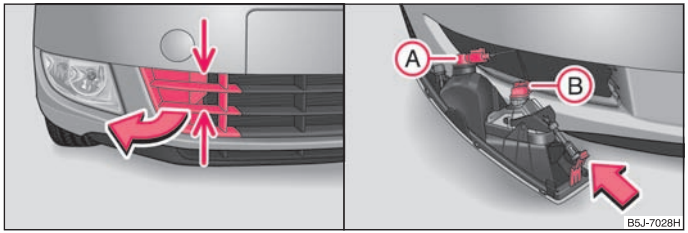

Fig. 166 Front bumper: Protective grille / removing the fog light
- Grasp the grille at the points marked with the arrows ⇒ fig. 166 on the left and take it out.
- Guide your hand into the opening in which the grille was located and press the spring bolt ⇒ fig. 166 on the right.
- Turn the socket (A) with the bulb for daylight driving light or the socket (B) with the bulb of the fog light to the left up to stop and take it out.